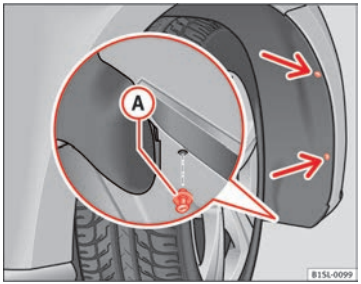

Fig. 154 Sur le passage de roue avant droit : Enlevez les vis de fixation (flèches) et retirez le rivet expansible Ⓐ.
2.	Dévissez deux vis de fixation du revêtement du passage de roue ⇒ fig. 154 (flèches) avec le tournevis inclus dans l'outillage de bord ⇒ page 263.
9. Branchez le connecteur (1) sur le support d'ampoule. La connexion doit s'encastrer de manière audible.
11. Placez le rivet expansible sur le revêtement du passage de roue et du pare-chocs et enfoncez-le complètement ⇒ fig. 154 (A).
12. Vissez fortement les deux vis de fixation ⇒ fig. 154 (flèches) avec un tournevis.